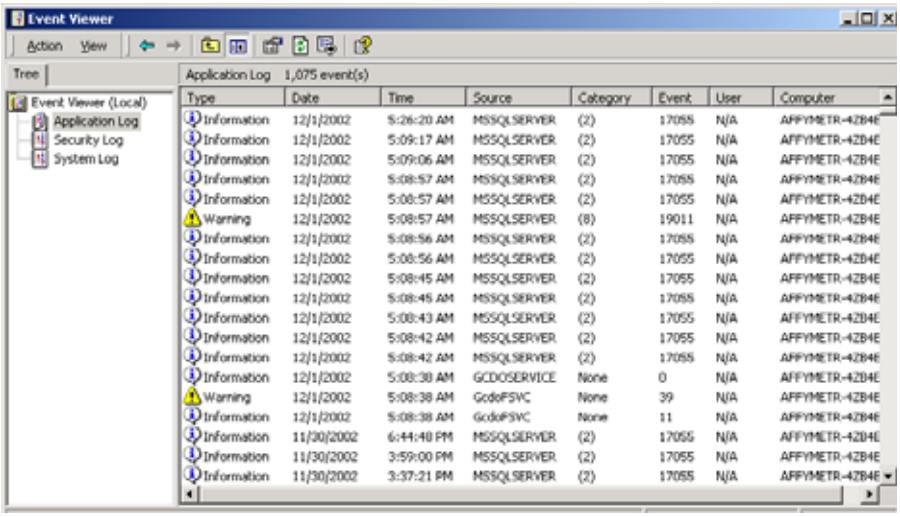

Figure 15.19
- To display the Event Viewer, click the **Server Events** button or select **Tools** →**Server Events** from the menu bar **(Figure 15.19)**.